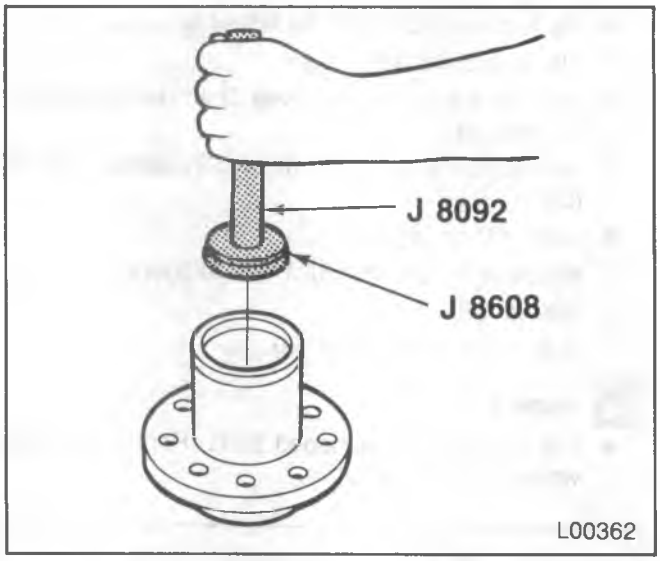

Figure 29—Installing Outer Bearing Cup
1. Outer bearing cup (44 or 59) into the hub (49).
- Drive the cup into the hub using J 8092 and J 8608 (figure 29). Drive the cup beyond the retaining ring groove.